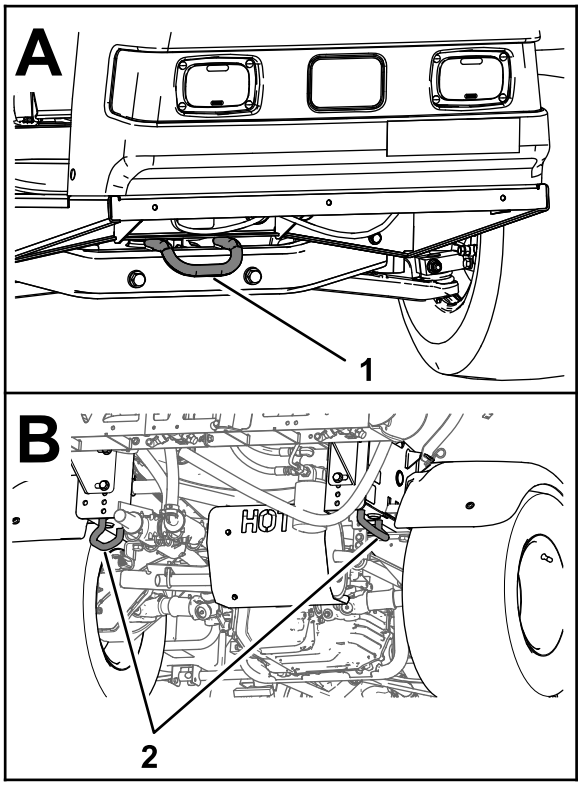

**Figura 35**
- Amarre a máquina com segurança ao veículo de transporte; a Figura 35 ilustra as argolas de amarração da máquina.